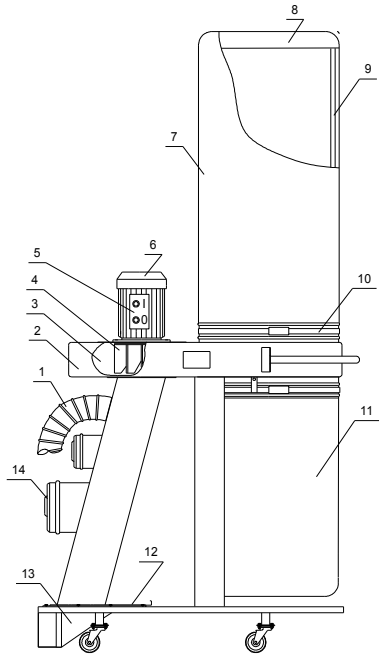

Рис. 2
5.2 Воздушный поток (см. рис.2) по воздуховоду 1 поступает в центральную часть улитки 3, где вращающееся рабочее колесо 4 приводимое в действие электродвигателем 6, ускоряет поток и вводит его в корпус 2.
6.2.3 Собрать установку (рис.2).